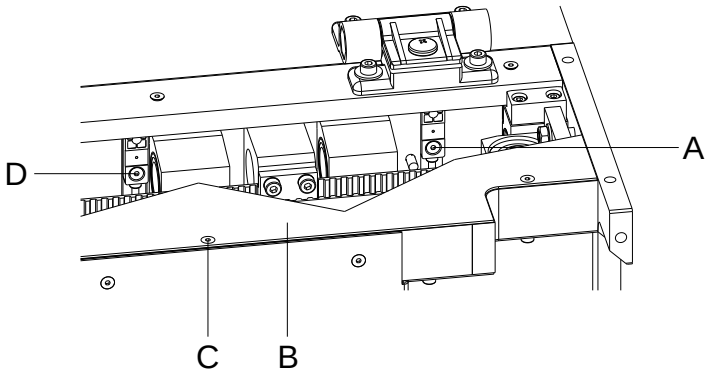

Abbildung 33
1. Neuen Endlagensensor platzieren und Schraube (D, Abbildung 33) festziehen.
2. Neuen Nullpunktsensor platzieren und Schraube (A, Abbildung 33) festziehen.
8. Obere Abdeckung (B, Abbildung 33) platzieren und mit sechs Senkschrauben (C, Abbildung 33) befestigen.